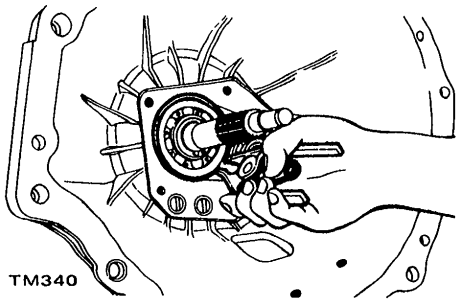

Fig. MT-50 Fitting main drive bearing snap ring
3. Fit main drive bearing snap ring to groove in main drive bearing by using Expander. See Figure MT-50.